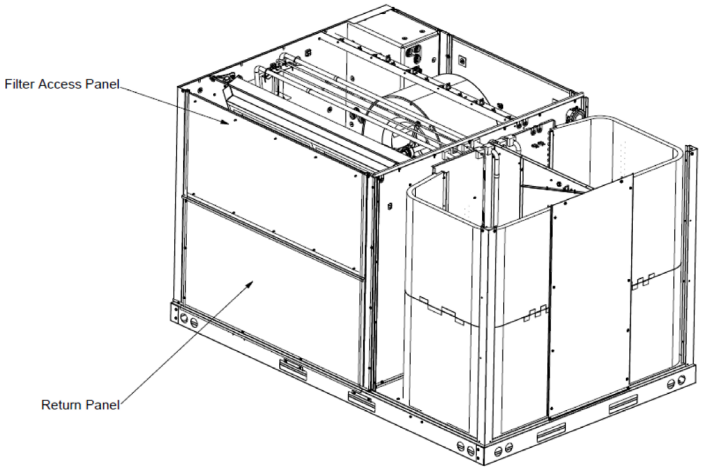

Figure 11 - Remove Panels
2. Take filter access panel off of unit. Keep for installation back on to unit when economizer installation is complete (see Figure 11).
3. Remove return panel from return air section of unit (see Figure 11). This panel can be discarded. Keep removed screws for use in later step.